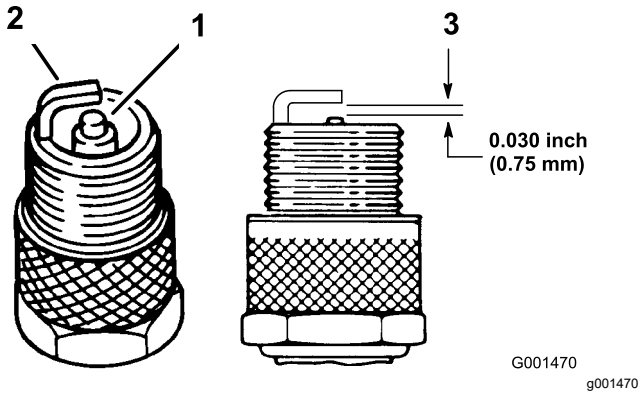

Figuur 41
4. Controleer de staat van de massa-elektrode, de centrale elektrode en de isolator van de centrale elektrode op beschadigingen (Figuur 41).
5. Zorg ervoor dat de elektrodenafstand tussen de centrale elektrode en de massa-elektrode 0,762 mm bedraagt; zie Figuur 41.